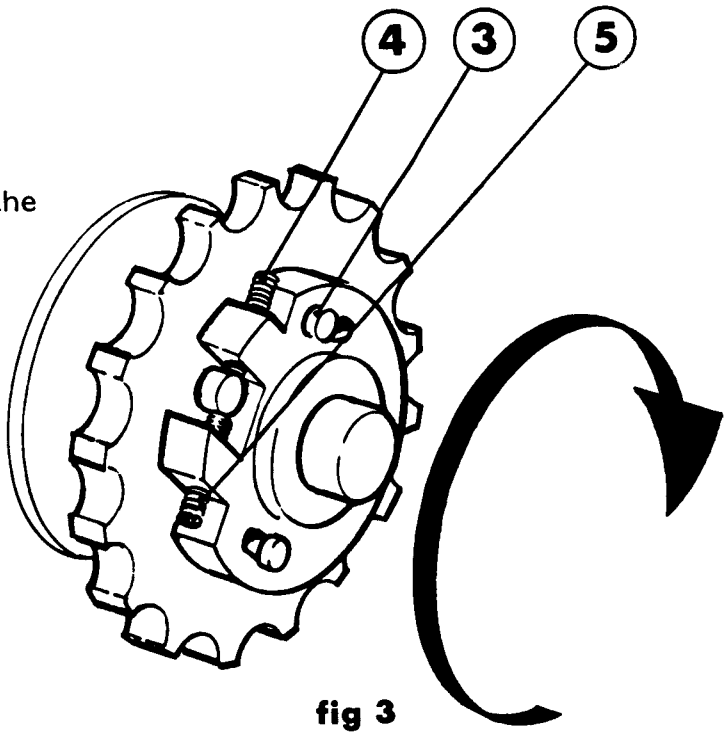

fig 3
a) Inch the machine so that the side drive worm gear sprocket is positioned in such a way that the yoke setting screws (4) and (5) are accessible, see fig 3. Switch off MAINS POWER.
d) Loosen the three screws (3) in the sprocket, see fig. 3.
e) Turn out the setting screw (4) about one turn, and turn in the setting screw (5) to rotate the sprocket forward in the direction of the arrow. The jaws are now shifted in the normal direction of movement, and it will be possible to align the mark on the jaw with the upper mark (2).
f) Tighten the screws (3) in the sprocket.